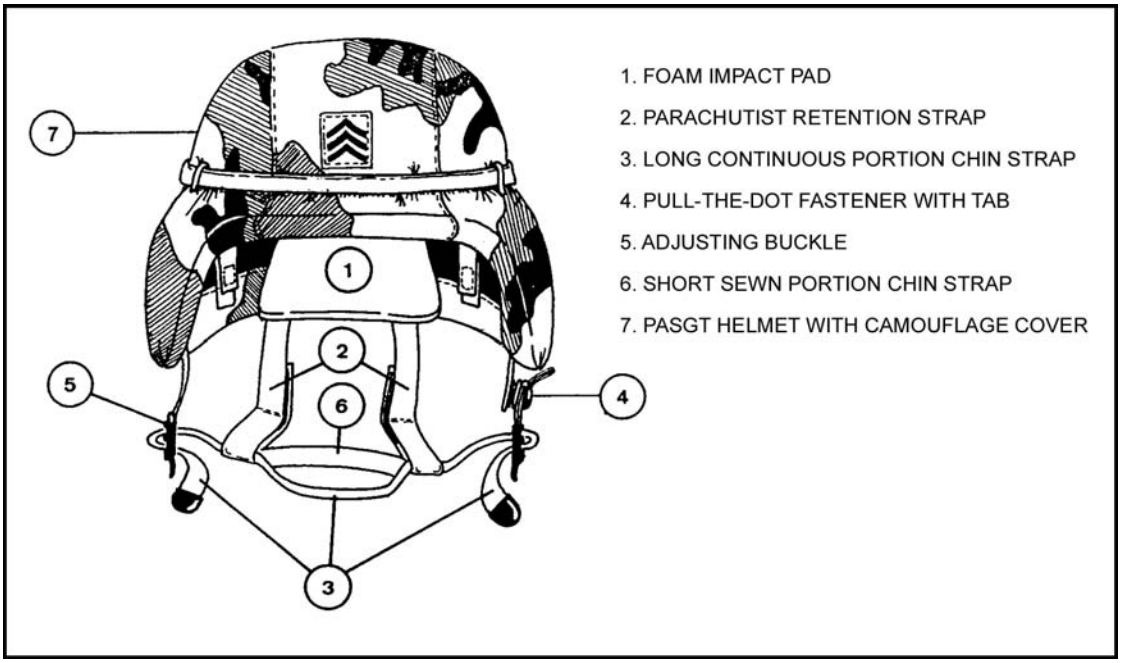

Figure 2-8. PASGT helmet and nomenclature.
b. **Camouflage Cover**. A camouflage cover (Figure 2-8) is secured to the helmet by placing the cover over the helmet and threading both sides of the unfastened chin strap through the corresponding slits in the cover. The two rear attachment tabs of the cover are tucked between the cover and the helmet. The two ends of the parachutist retention strap are threaded through the corresponding slits in the rear of the cover. The four remaining attachment tabs are fastened around the nylon webbing of the suspension band with drawstring and adjustable tab.